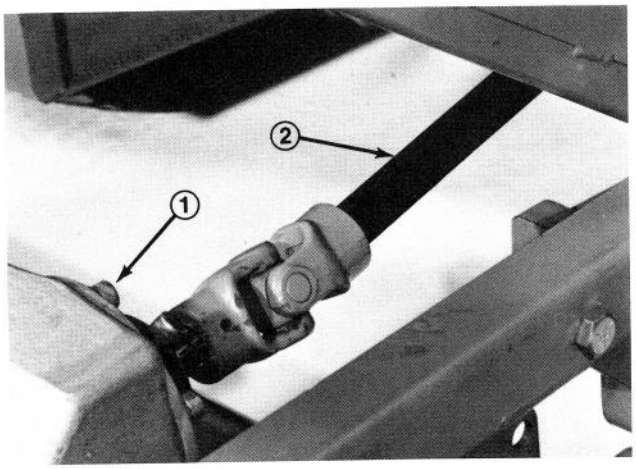

Figure 6
2. Stop engine, remove clevis pins and hairpins from forward and rear height-of-cut brackets (Fig. 8), install cutting unit under carrier frame, align gearcase input shaft with PTO shaft and install shaft (Fig. 6).